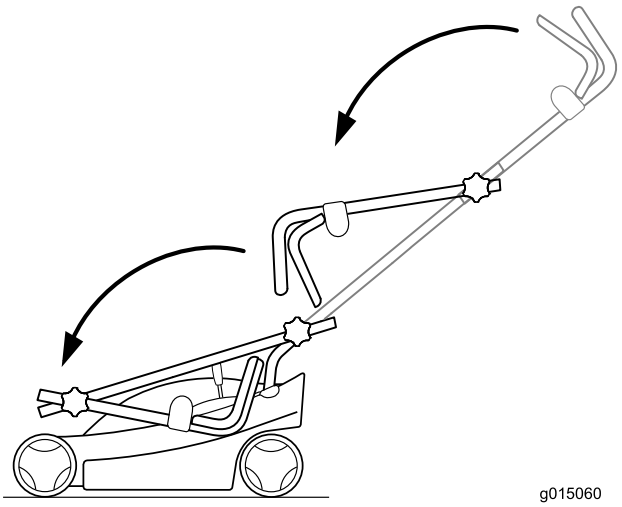
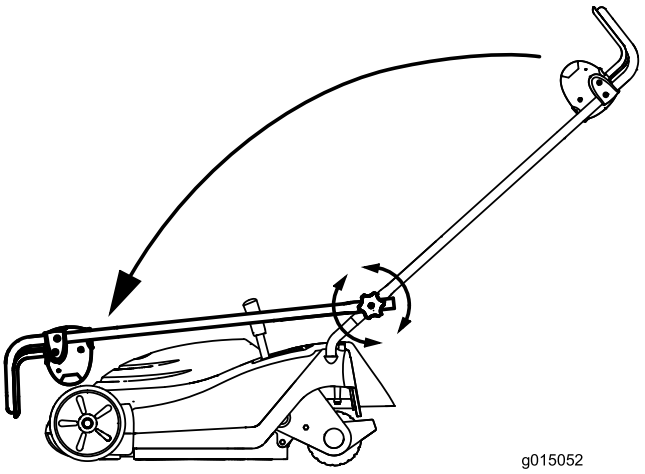

Figur 19
Figur 20
3. Fäll in handtaget såsom visas i Figur 19 och Figur 20, beroende på vilken modell du har.